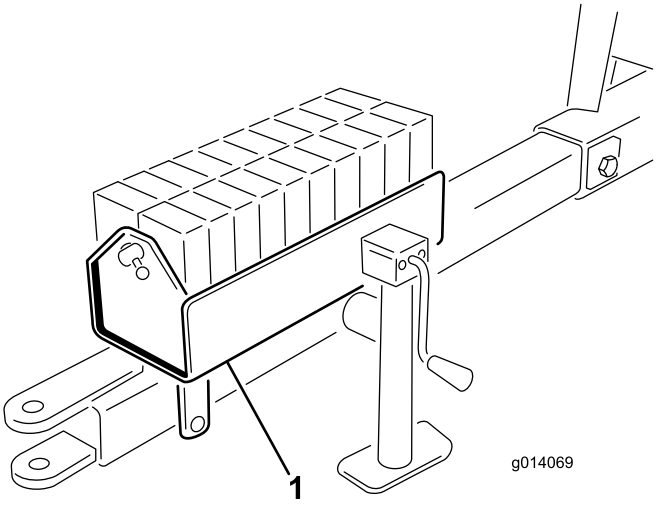

**Figur 6**
4. Montera viktlådan på draganordningen med (2) 1/2 x 5–1/2 tumsbultar och låsmuttrar och dra åt.
5. Fyll viktlådan med vikterna och montera staget och sprinten (Figur 6).